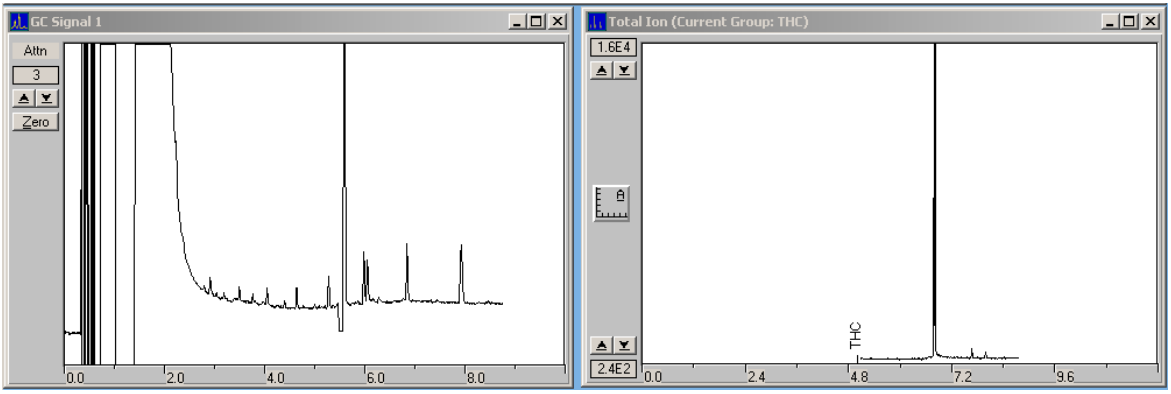
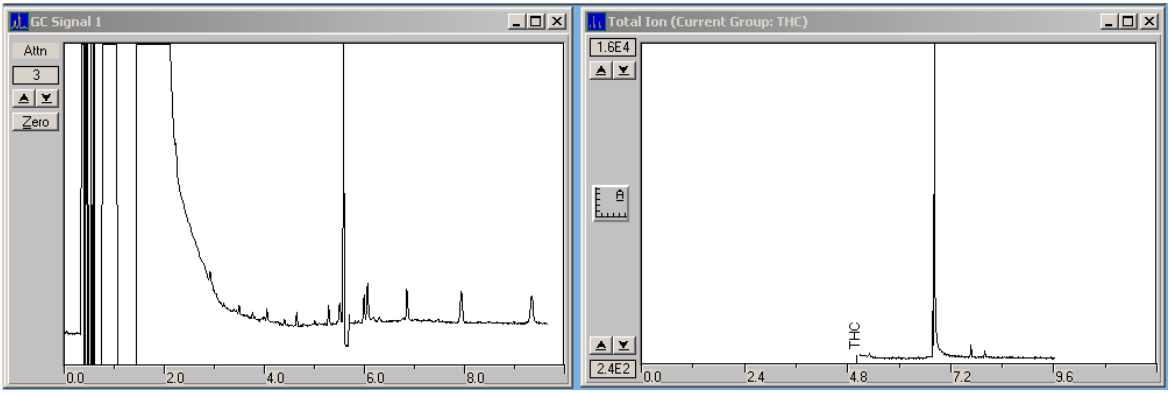

Figure 31 FID and MS chromatographic plots (trap time too early)
Figure 32 FID and MS chromatographic plots (cut time too late)
The FID plot, in particular, is a sensitive visual indicator of the success of your chosen cut times. Here are two plot sets showing slightly misplaced cut times (Figure 31 and Figure 32):
- In this case (Figure 31), cut end time occurs before all of the THC component peak has been diverted. What is not diverted is seen in the FID signal. As a secondary effect, area counts for the THC component as measured by the MSD are reduced.
- In this case (Figure 32), cut start time occurs after some of the THC component peak has gone to the FID and is seen in the FID signal. Again, as a secondary effect, area counts for the THC component as measured by the MSD are reduced.